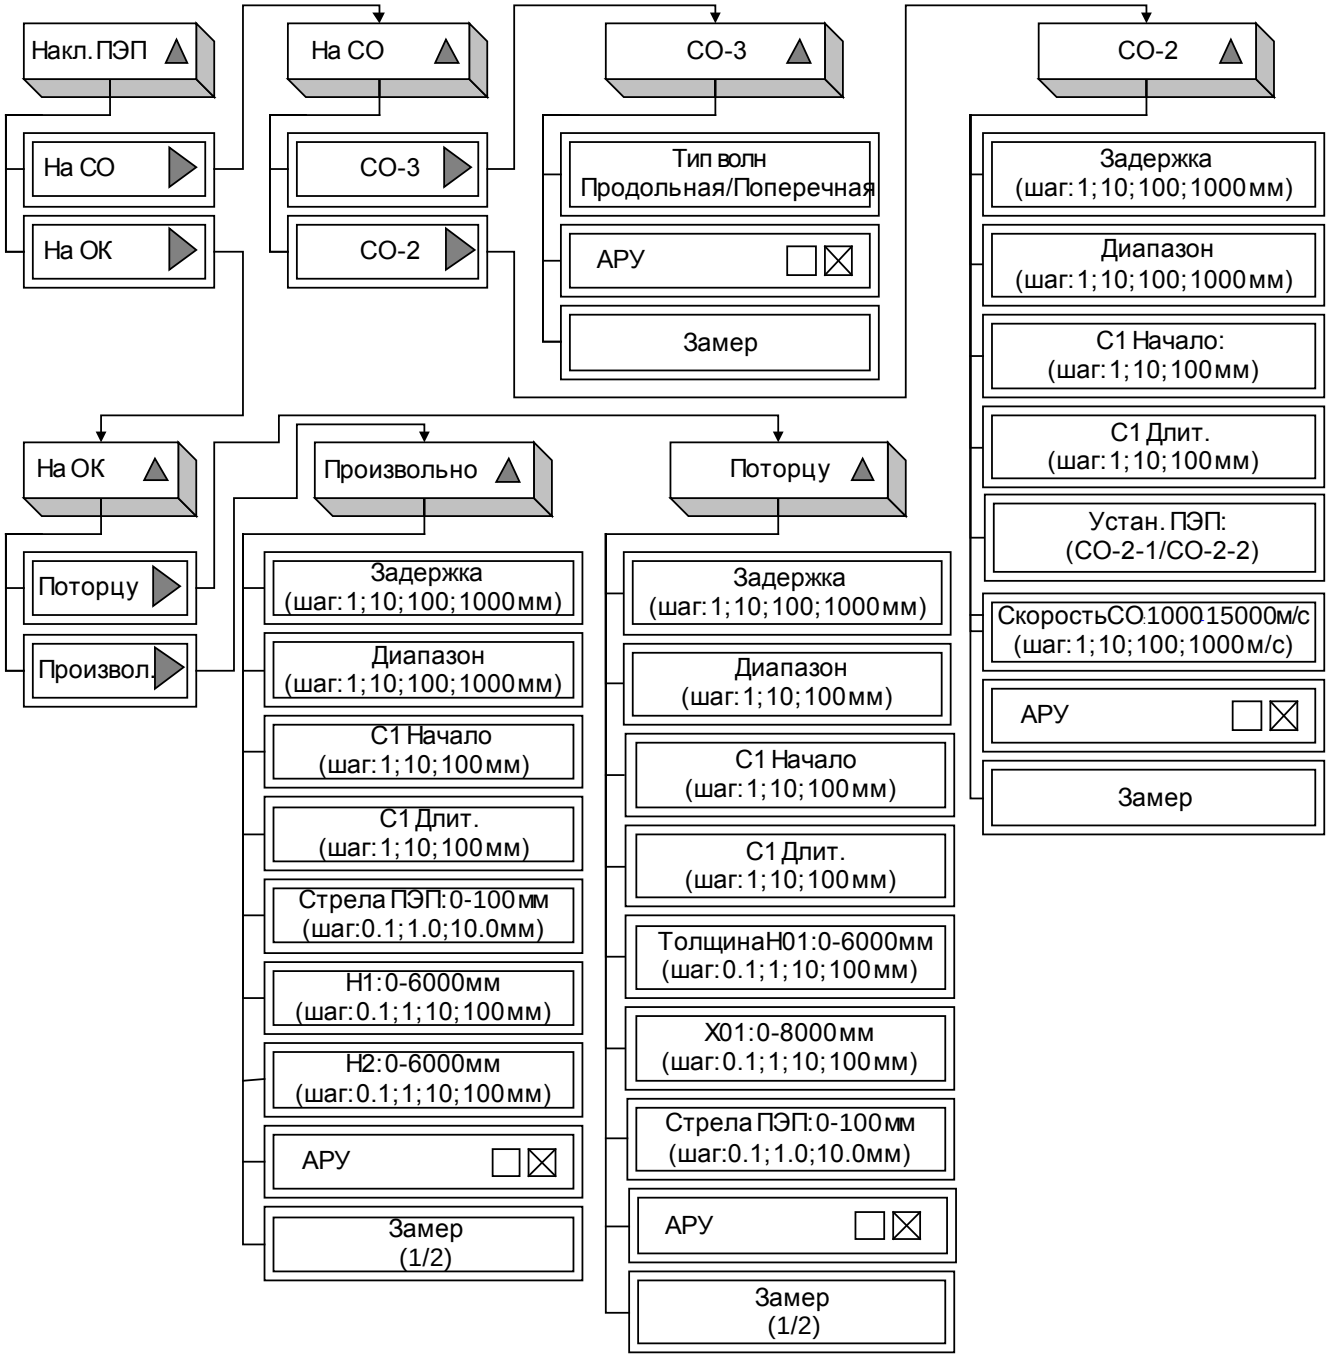

Рисунок 26 – Подменю «Наклонные ПЭП»
6.3.1.7.7.2 Пункт «**Наклонные ПЭП**»: открывает подменю для калибровки наклонных типов ПЭП и содержит пункты (рисунок 26):